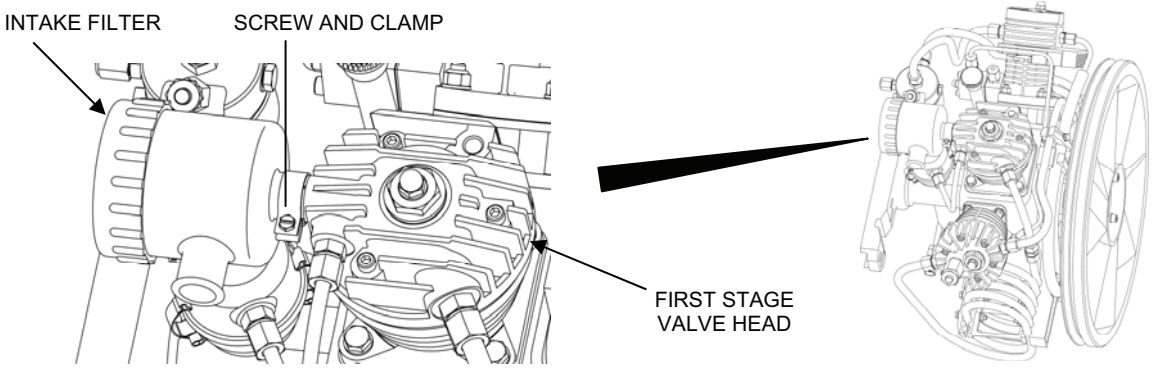

Figure 8. Air Compressor Intake Filter.
3. Loosen the screw and clamp and remove the intake filter AF-1 assembly from the compressor first stage valve head (Figure 8) (WP 0040 00).